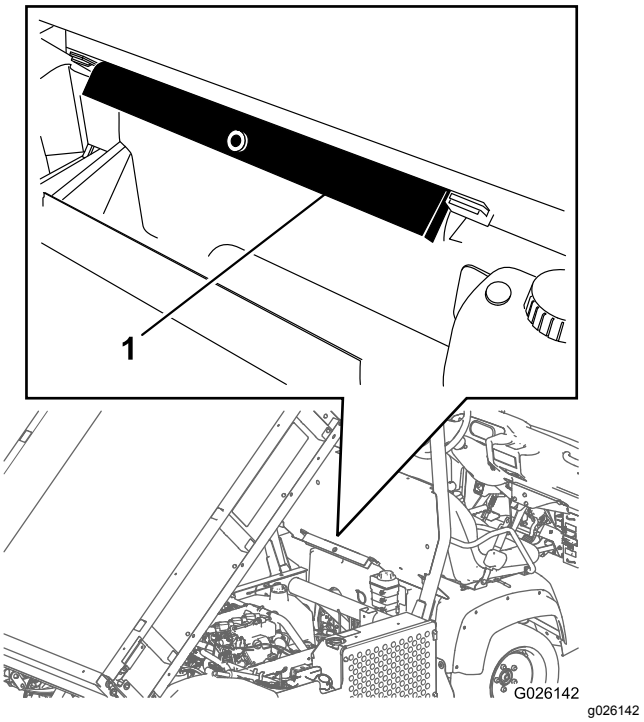

**Figur 21**
2. Fjern ladstøtten fra opbevaringsbeslagene bag på styrtbøjlepanelet (Figur 21).